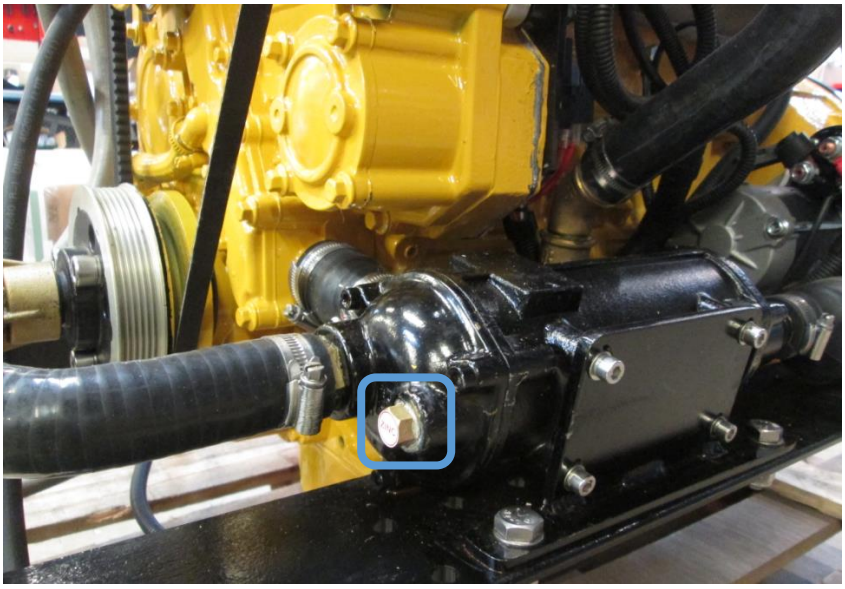

Figure 20: Work Boat Anode Location
- The anode is located in the inlet end of the main heat exchanger. (**Figure 20**).